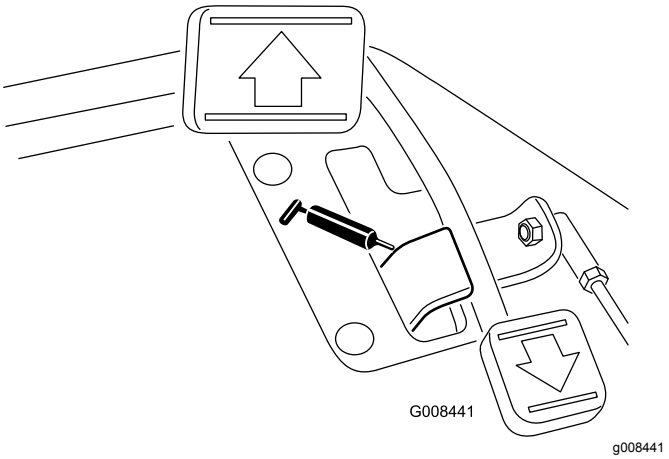

Figur 31
- Gaspedalens vridfäste (1) (Figur 31)